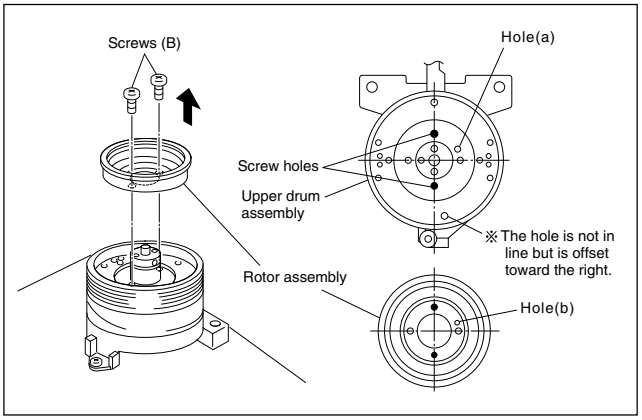

Fig. 2-2-24a
(1) Match the phases of the upper drum assembly and the rotor assembly as indicated in Fig.2-2-24a.
(2) Place the upper drum assembly hole (a) over the rotor assembly holes (b) (with three holes to be aligned) and tighten the two screws (B). (See Fig.2-2-24a.)